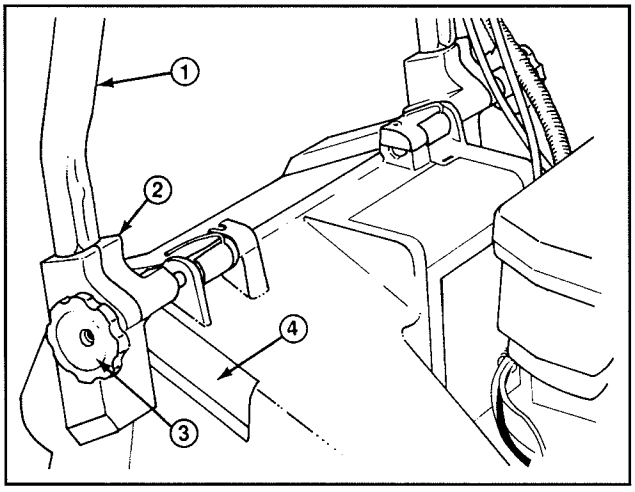
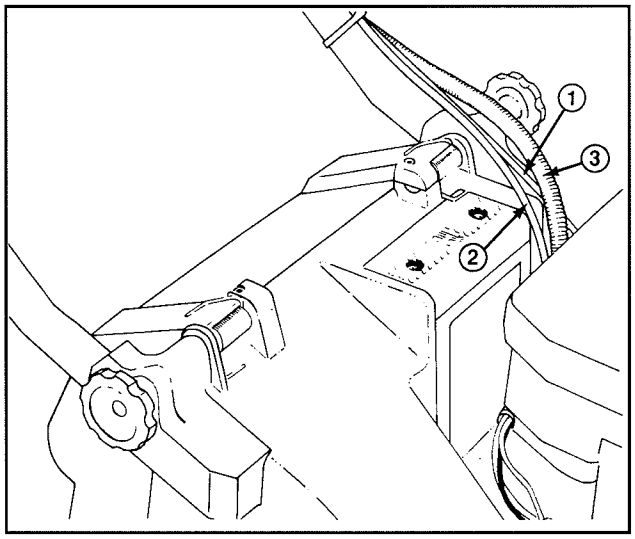

Afbeelding 1
Afbeelding 2
1. INSTALLEREN HENDEL—Knoppen op de bevestigingsbeugels losdraaien (Afb. 1).
3. Schuif de uiteinden van de hendel helemaal in de gaten op de bevestigingsbeugels (Afb. 1). Zorg ervoor dat de kabel van de gasklep, de elektrische startkabel (Key-Lectric model) en de kabel van de aandrijving zich boven op de linker bevestigingsbeugels bevinden (Afb. 2).
4. Draai hendel en bevestigingsbeugels naar achteren totdat de uiteinden van de hendel zich veilig binnen de beugel bevinden (Afb. 2).